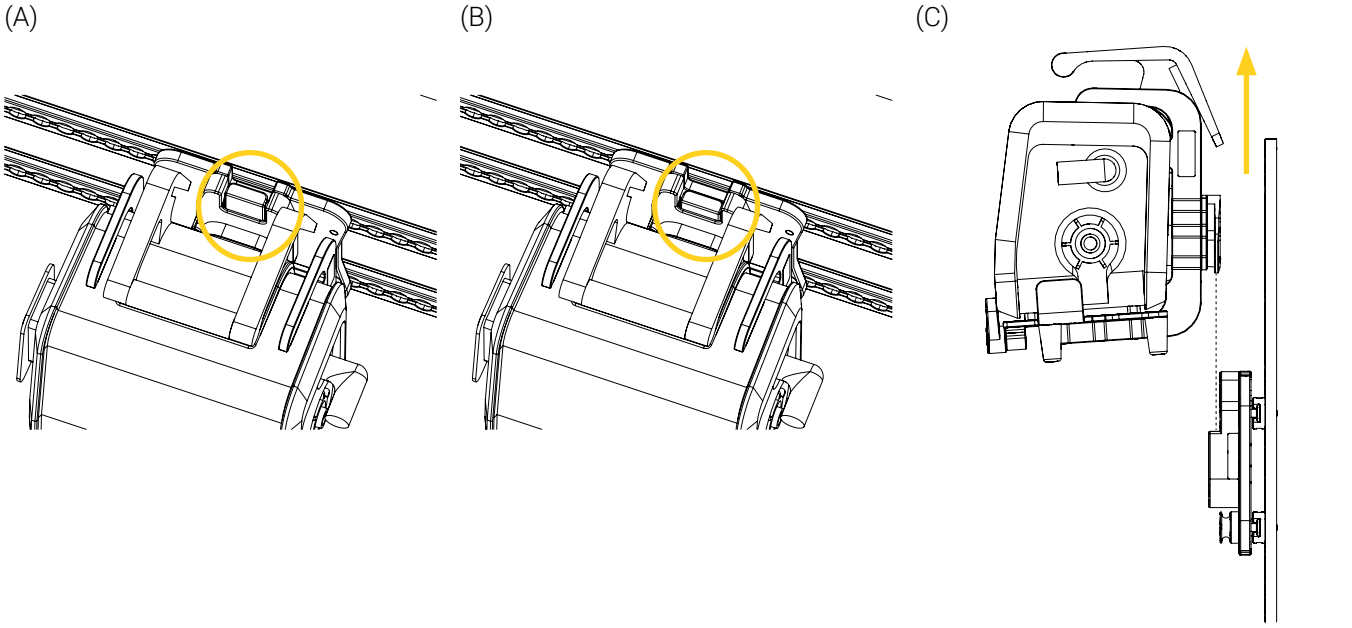
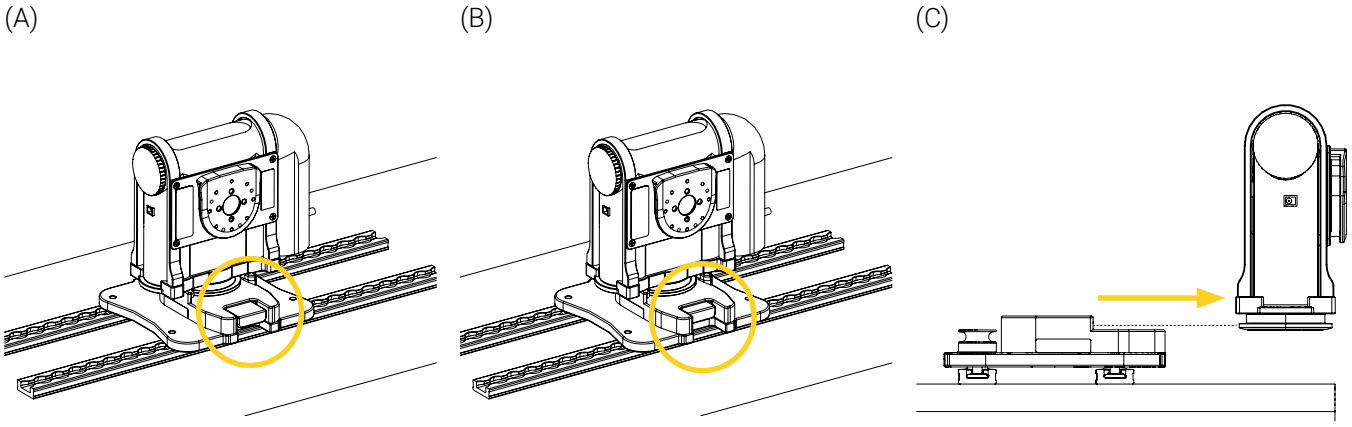

Figure 20: Removing the medical device from the Micro Base of the Q-Protrak (vertical load-bearing tracks)
Figure 21: Removing the medical device from the Micro Base of the Q-Protrak (horizontal load-bearing tracks)
1. Press down and hold the quick-release button of the Q-Protrak's Micro Base, then pull the medical device vertically until the anti-rotation micro disc of the mounting bracket is out of the base (Figure 20) or pull the medical device horizontally until the micro disc of the mounting bracket is out of the base (Figure 21), then release the button.